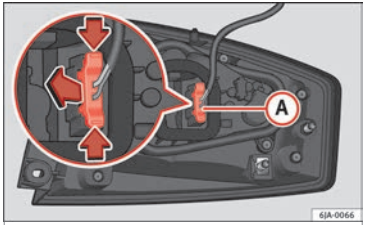

Fig. 99 Light connector at the rear of the rear light unit.
– Disconnect the light connector (A) ››› Fig. 99 by moving its side levels (arrows) and pulling the connector outwards.